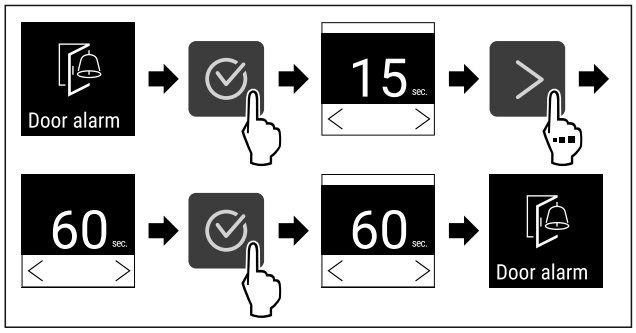

Fig. 96
▶ Ejecutar los pasos (consulte Fig. 96) .